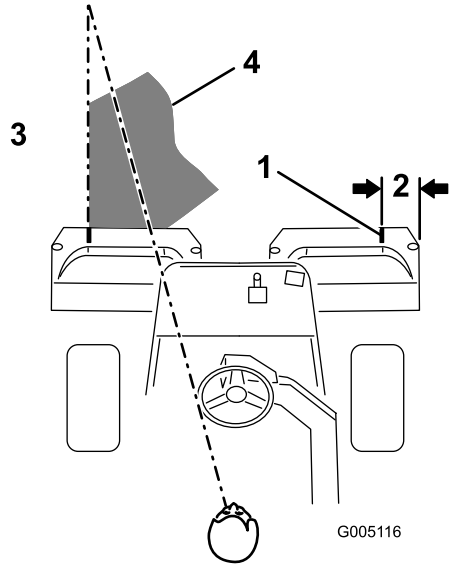

**Figuur 37**
**Opmerking:** Om ervoor te zorgen dat u het gazon in een rechte lijn maait en de machine op een gelijke afstand van de rand van de vorige maaibaan blijft, moet u uitgaan van een denkbeeldige zichtlijn, ongeveer 1,8 tot 3 m vóór de machine tot de rand van het ongemaaide deel van de green (Figuur 37). Sommige bestuurders vinden het handig de buitenrand van het stuurwiel deel te laten uitmaken van de zichtlijn; d.w.z. de rand van het stuurwiel in een rechte lijn te houden ten opzichte van een punt dat altijd op dezelfde afstand van de voorkant van de machine blijft.